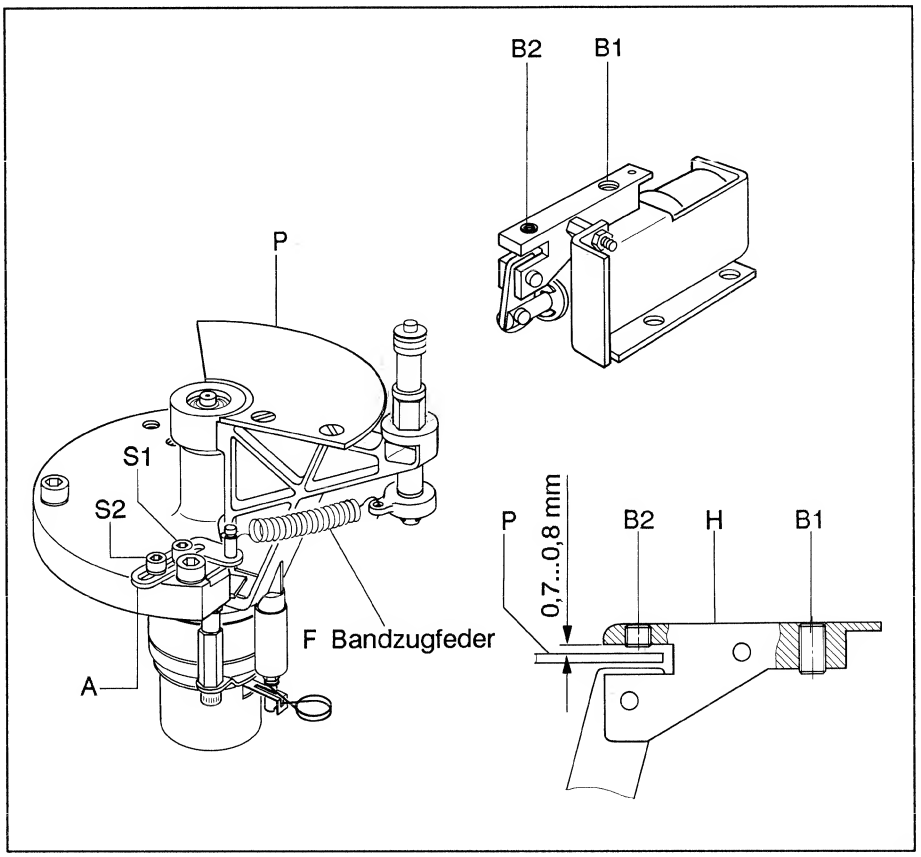

Fig. 3.4.14 Bandzugwaage links mit Blockiereinheit
- Die Schrauben **S1** und **S2** lösen. (Stiftschlüssel 2,5 mm). Siehe Fig. 3.4.14
Die linke und rechte Blockiereinheit, wenn vorhanden, (siehe Fig. 3.4.14/15) werden gleich eingestellt.
- Drehpunkt des Blockierhebels **H** ölen. (siehe Fig. 3.4.14)